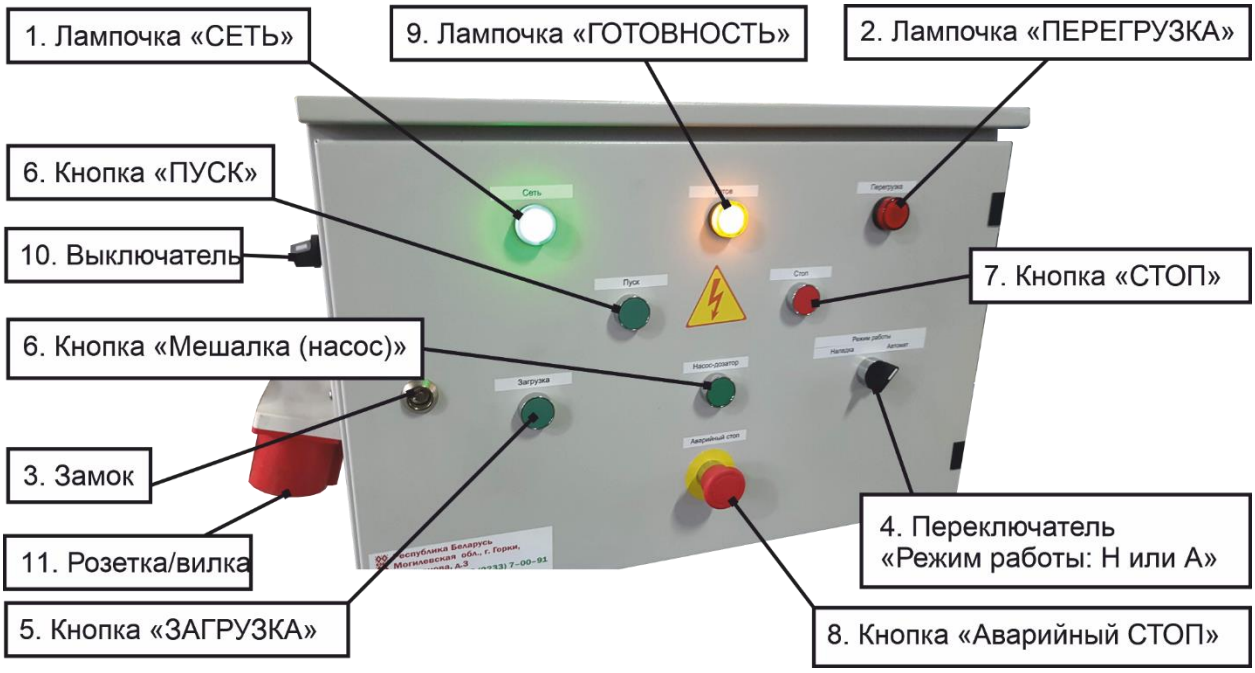

Рис. 4. Пульт управления.
При установке переключателя 4 (рис. 4) в положение "А" включаются двигатели: самохода, шнека и форсунки. Ручки кранов блока управления потоком жидкости должны быть установлены в положение режима «Протравливание» (табл. 1).
5.1.9. Проверить правильность подсоединения кабеля к электросети. При правильном подсоединении кабеля к электросети при переводе переключателя 4 (рис. 4) режимов работы в положение "А" направления вращения двигателей будут совпадать с направлением стрелок, нанесенных на кожухах и корпусе. В случае обратного вращения, поменяйте местами два каких-либо фазных провода кабеля питания.